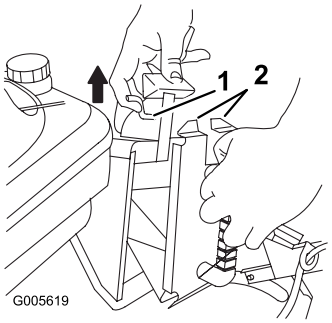

Figura 23
3. Levante o trinco da porta no manípulo da porta e empurre a parte de cima do bujão até ao fim enquanto desloca o manípulo da porta para trás (Figura 23).
4. Solte o trinco da porta, permitindo que prenda por cima das patilhas do bujão (Figura 23).